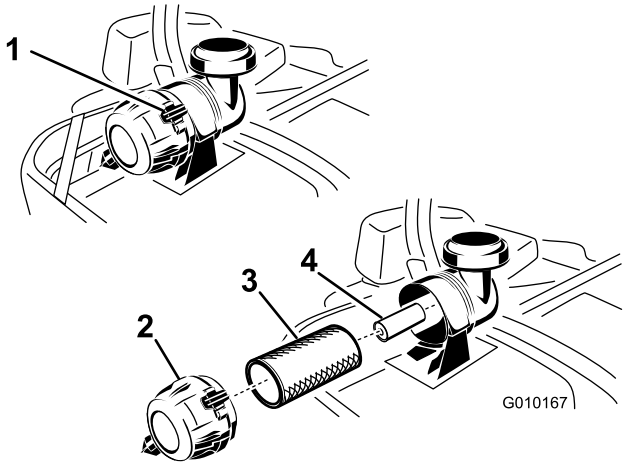

Figur 51
3. Skub ned for at åbne holdeklemmerne på luftfilteret, og træk luftfilterdækslet af luftfilterhuset (Figur 51).
5. Skub forsigtigt primærfilteret ud af luftfilterhuset (Figur 51). Undgå at ramme husets side med filteret.
1. Rengør ikke papirfilteret. Det skal udskiftes (Figur 51).
2. Hvis sekundærfilteret skal udskiftes, skal det forsigtigt skubbes ind i filterhuset (Figur 51).
3. Skub forsigtigt primærfilteret over sekundærfilteret (Figur 51). Sørg for, at det er helt på plads ved at skubbe på filterets yderste kant, mens det installeres.
4. Monter luftfilterdækslet med ånderørshætten nedad, og drej det, så holdeklemmerne låser dækslet på plads (Figur 51).